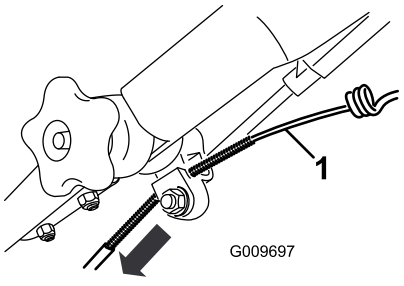

Figur 43
3. Dra kabelkappen nedover helt til du fjerner slakken i den eksponerte kabelen (Figur 43).